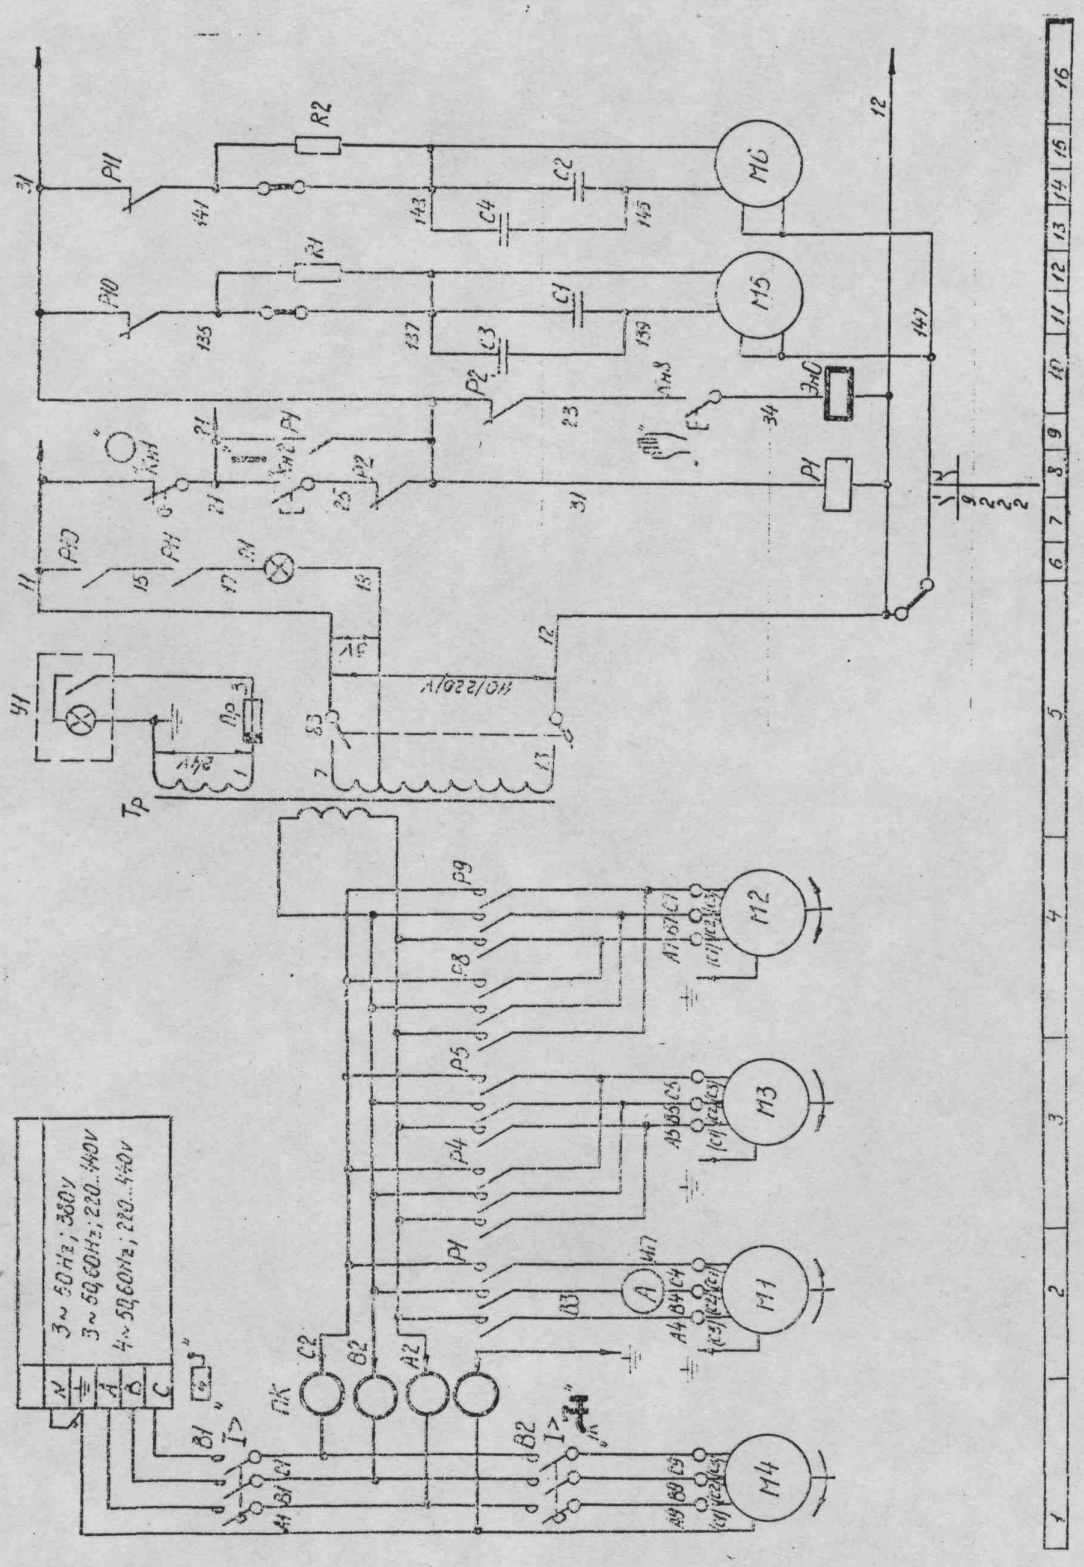

Рис. 24. Схема электрическая принципиальная
1.4.3. Описание работы (рис. 24)